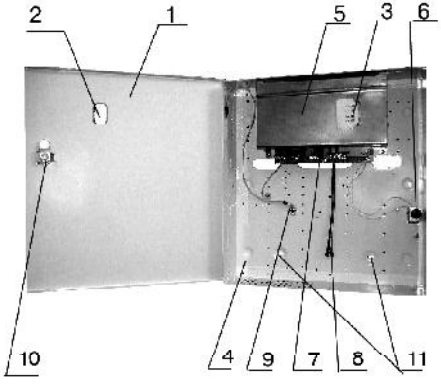

Рисунок 125
Исполнения БП-А имеют одинаковую конструкцию, но разные габаритные размеры корпуса. Для иллюстрации на рисунок 125 показана конструкция «Ладога БП-А» исп.1. Основными конструктивными элементами являются: крышка (1) с окном светодиодной индикации (2), светодиодные индикаторы (3), основание (4), защитный экран (5), датчик контроля вскрытия (6), плата управления (7), провода подключения АКБ (8), винт защитного заземления (9), корпусной замок (10).
- подсоединить провод защитного заземления/зануления к винту заземления (9, рисунок 125);